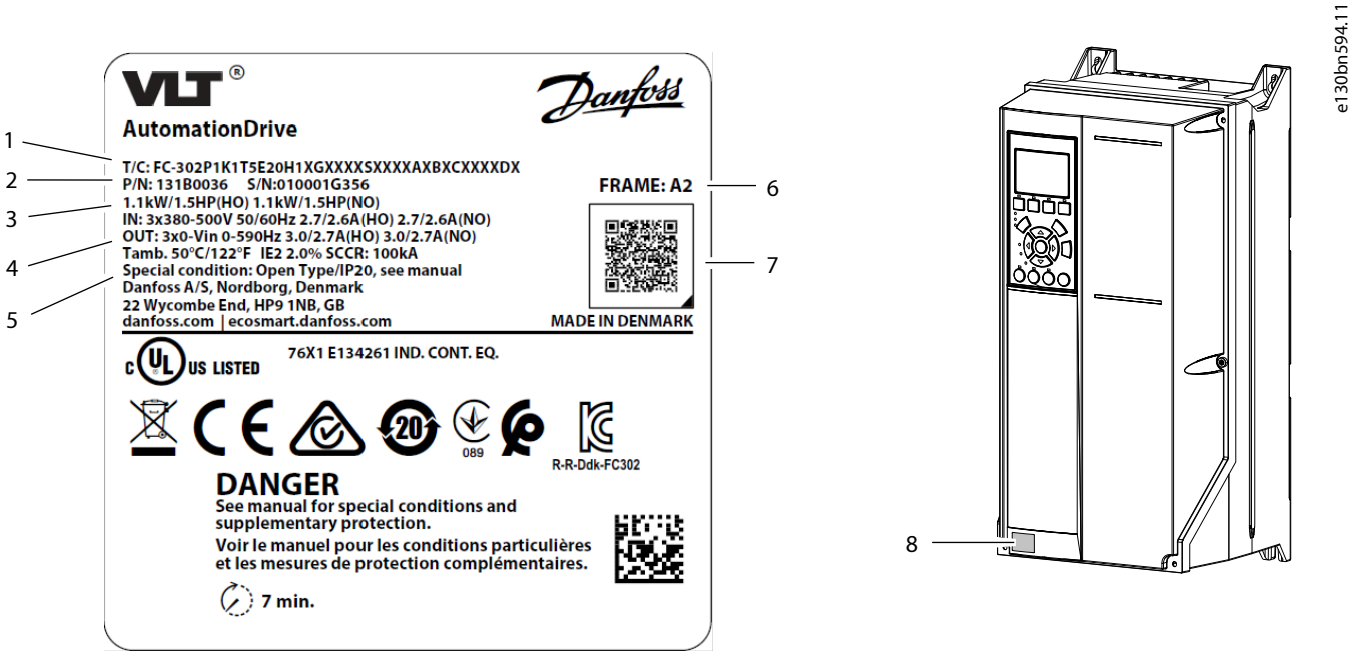

Рисунок 1: **Приклад етикетки виробу**
1. Визначте розмір корпусу. Див. Рисунок 1.